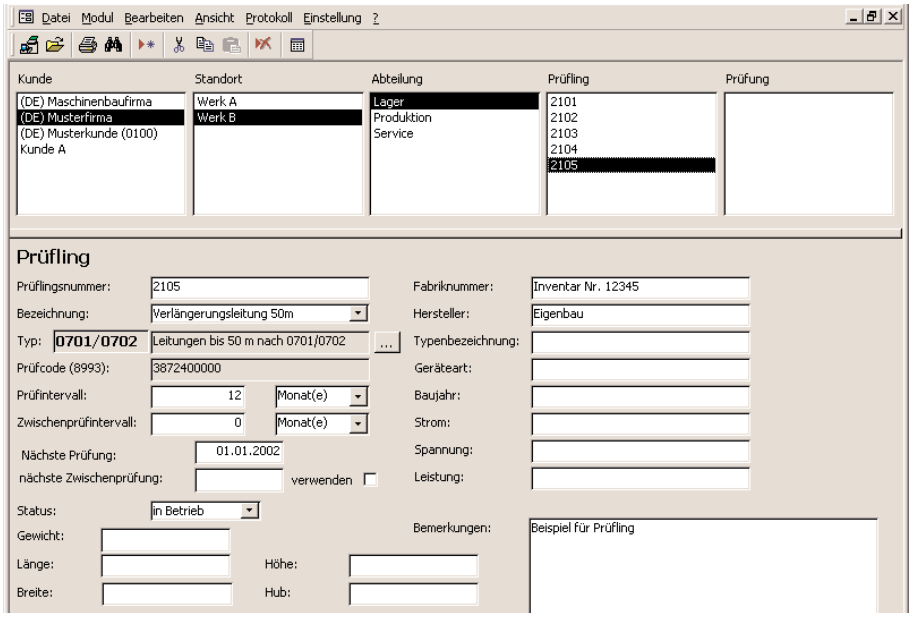

Bild 5.21: Fenster Anzeige Prüfling
- Wählen Sie z.B. den Datensatz "Prüfling Nr. 2105" aus dem Beispiel Bild 5.21 aus.